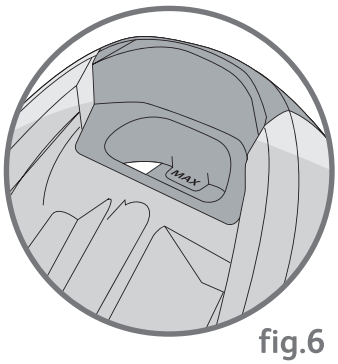

fig.6
• Töltse meg a víztartályt, a maximális szint túllépése nélkül. – **fig.5** és **fig.6.**